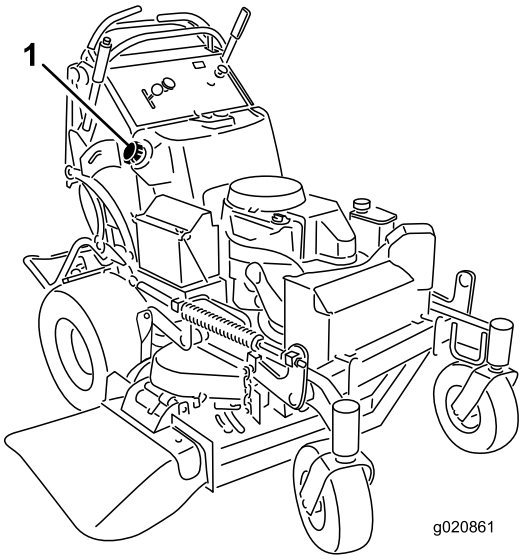

Figur 50
5. Brug håndpumpen til at tappe brændstoffet over i en ren brændstofdunk (Figur 50).